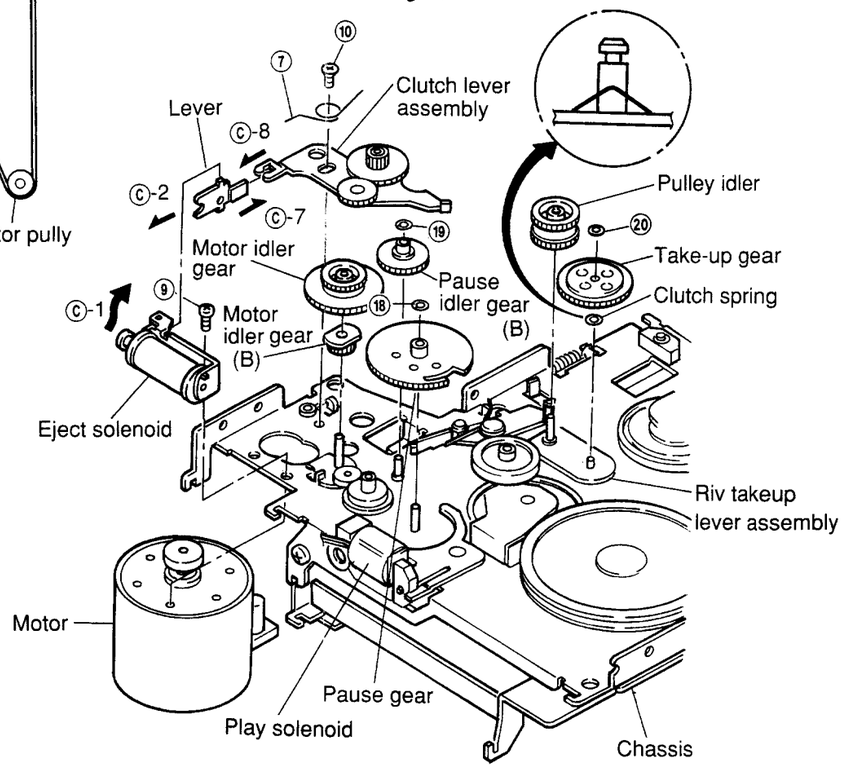
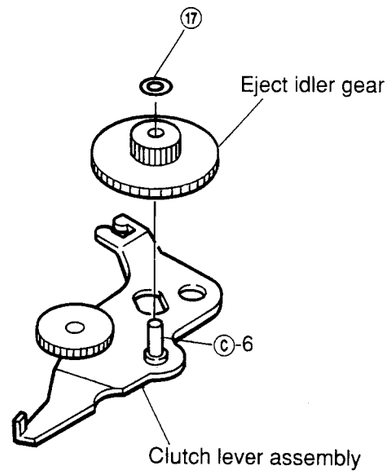

Figure 10
Figure 15
(1) After removing the belt, remove spring ⑦ as shown in Figure 10.
(3) Remove two screws ⑨ and ⑩, and remove the motor, taking care not to damage the motor idler gear. (Refer to Figure 10.)
(4) Mount the new motor following the removal steps in the reverse order.
(2) Remove screw ⑨ and remove the play solenoid as shown in Figure 10.
(3) Align position ⓒ-1 of the new solenoid with position ⓒ-2 of the lever and fasten the screw as shown in Figure 10.
(4) Lead the wire through the tube and solder it.
(1) After removing the motor, remove the motor idler gear and the motor idler gear (B) and remove the clutch lever assembly as shown in Figure 10.
(2) Remove M1.2 lock washer ⑰ and remove the eject idler gear as shown in Figure 15.
(3) Mount the new gears and clutch lever following the removal steps in the reverse order.
Note: When mounting the gears to the lever, apply grease (FLOIL 425A) to the position ⓒ-6 as shown in Figure 15. Align the position ⓒ-7 with the position ⓒ-8 and mount the clutch lever as shown in Figures 10 and 15.
(1) Remove M1.2 lock washer ⑱ and remove the pause gear pulling it up from the stud of the chassis as shown in Figure 10.
(2) Mount the new gear following the removal steps in the reverse order.
(1) After removing the motor and the motor idler gear, remove M1.2 lock washer ⑲ and remove the gear by pulling it up from the stud of the chassis as shown in Figure 10.
(2) Mount the new gear by following the removal steps in the reverse order.
(1) After removing the belt and the pulley idler gear, remove M1.2 lock washer ⑳ by pulling it up from the stud of the riv take-up lever assembly as shown in Figure 10.
(2) Remount the take-up gear following the removal steps in the reverse order.